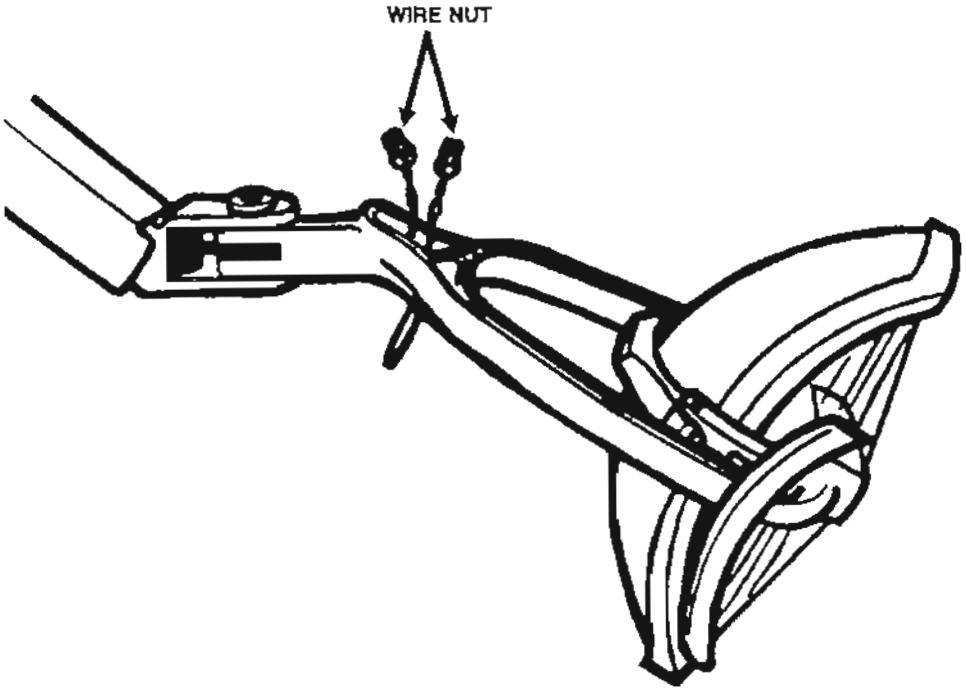

Figure 3-10. Electrical disassembly.
(3) Remove the two electrical wire nuts from the wires leading from the front arm (fig 3-10).